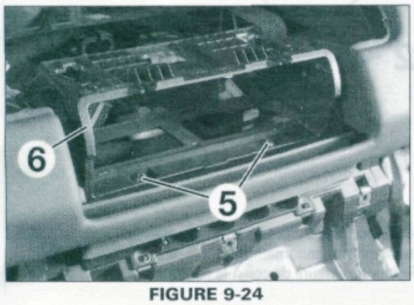

FIGURE 9-24
• Déposer les 2 vis de fixations (5) **(figure 9-24)**.
• Déposer le support d'autoradio (6) **(figure 9-24)**